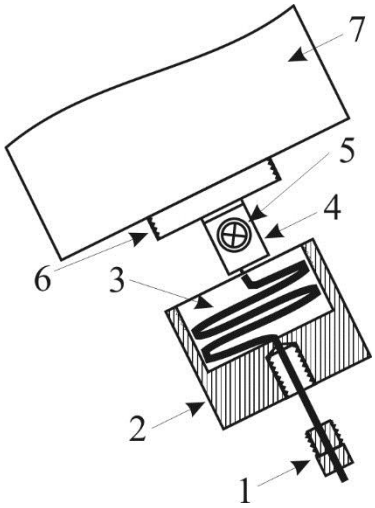

Рис. 10.24
10.4.1 Подготовку и ввод ВП и НП в БПРД и БПРМ произвести, руководствуясь рис.10.24. Конец провода (ВП или НП) на 10 мм освободить от изолирующего слоя, скрутить жилы и опаять. Выкрутить гайку втулку 1 (БПРД или БПРМ 7), отвернуть защитный колпачок 2. Извлеченные детали установить на провод 3 в указанном на рис. 10.24 порядке. Вывернуть на несколько оборотов винт 5 контакта 4 ВП (НП) прижим-